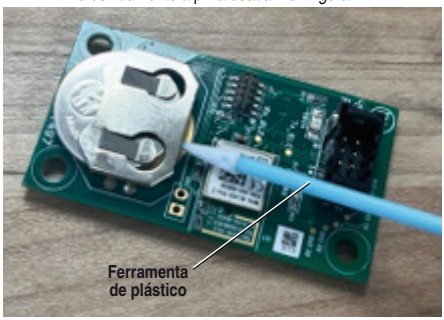

**Figura 4 – Remoção da pilha da placa**
4. Remova a pilha de botão (CR2032) da placa de LEDs com uma ferramenta de plástico não condutora. Coloque uma pilha de botão nova (CR2032) com o polo positivo virado para cima. Elimine devidamente a pilha usada. *Ver Figura 4.*